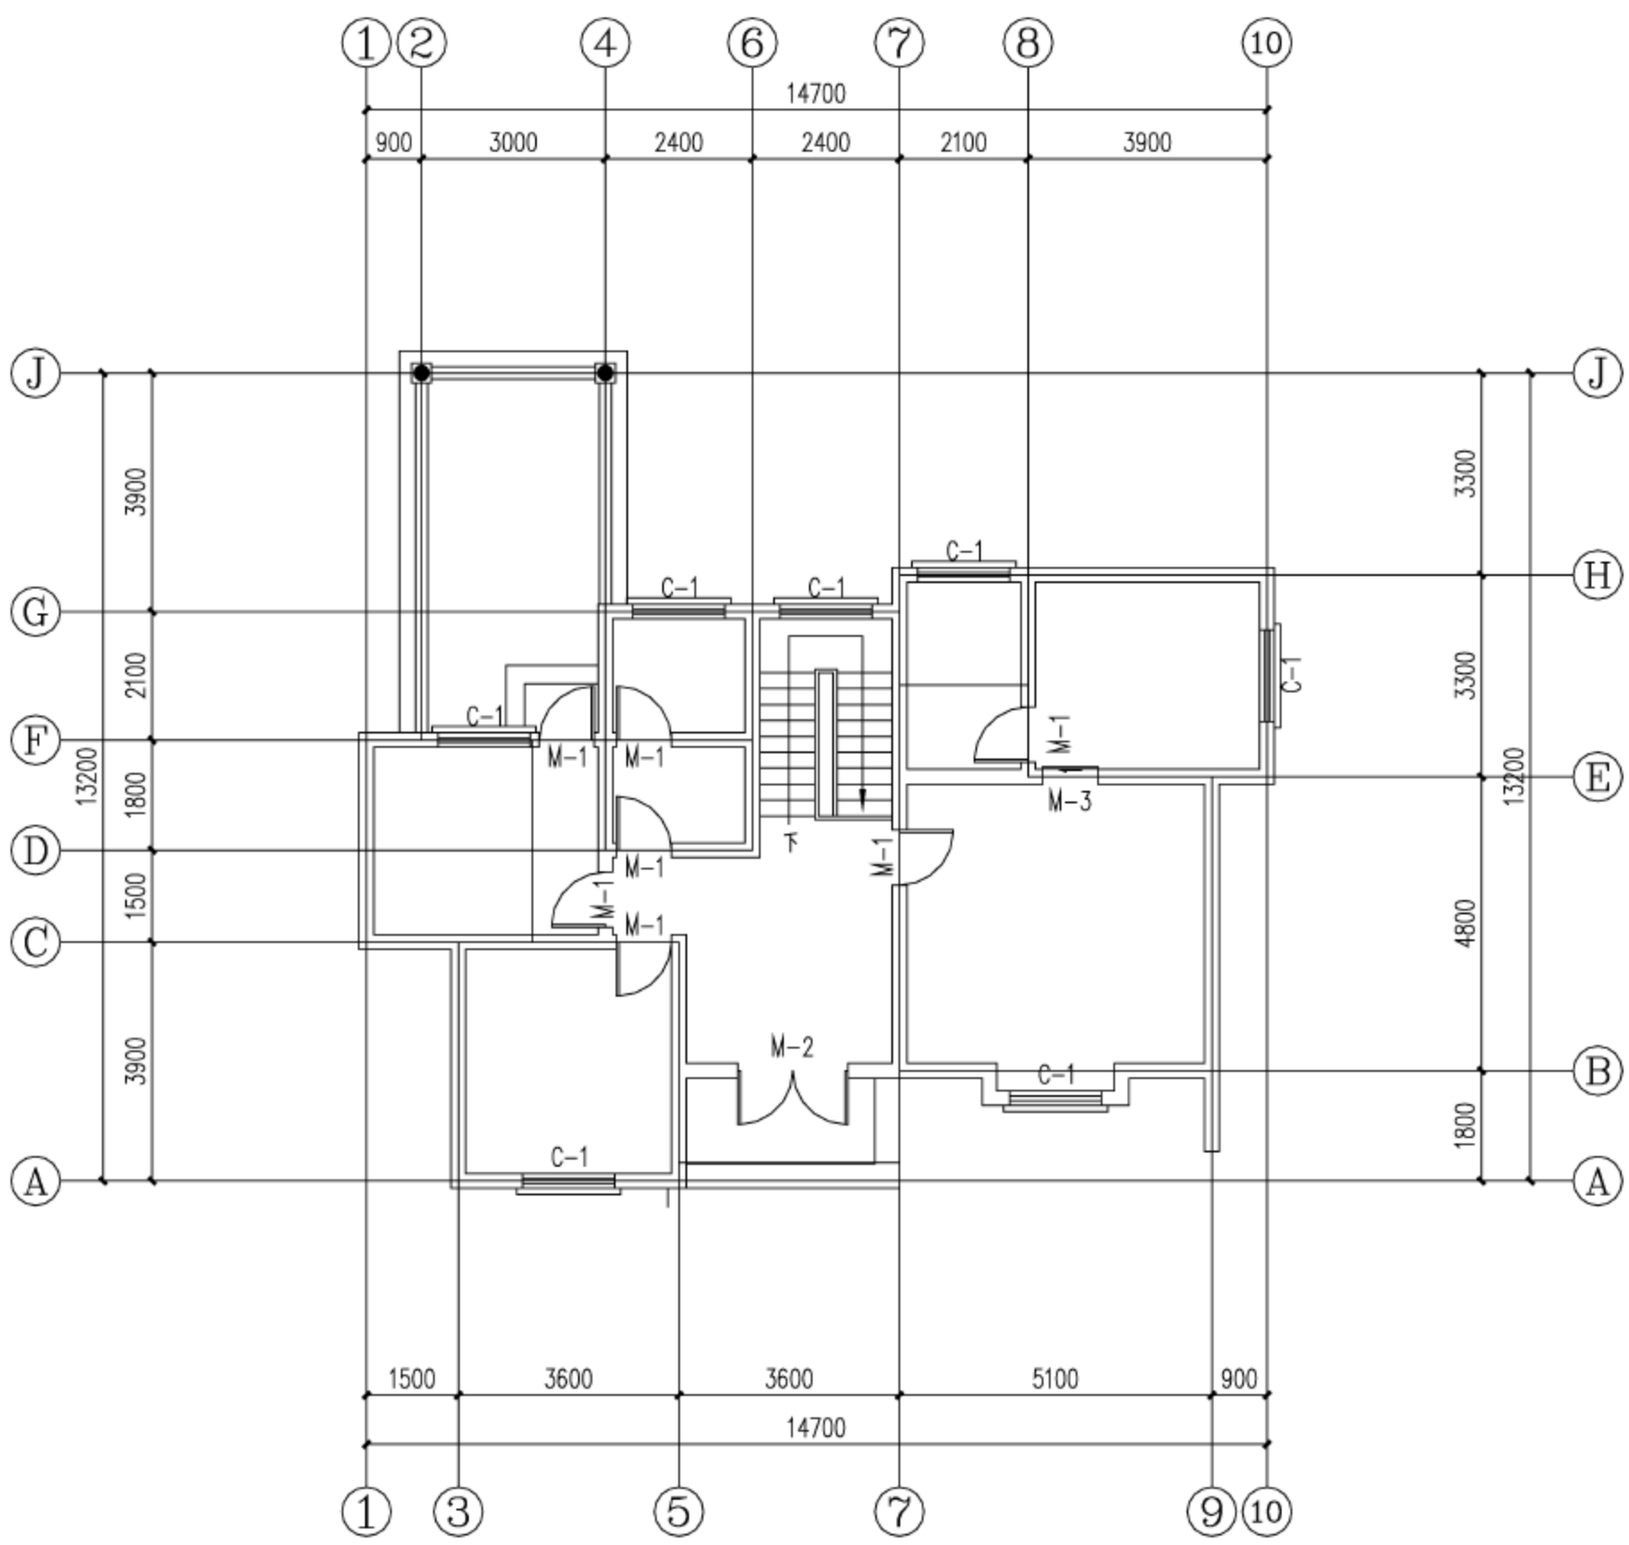

图 18-87　绘制露台
(1) 单击菜单中的“绘图”→“多线”命令，并配合使用“直线”命令，在适当位置处绘制露台，如图 18-87 所示。